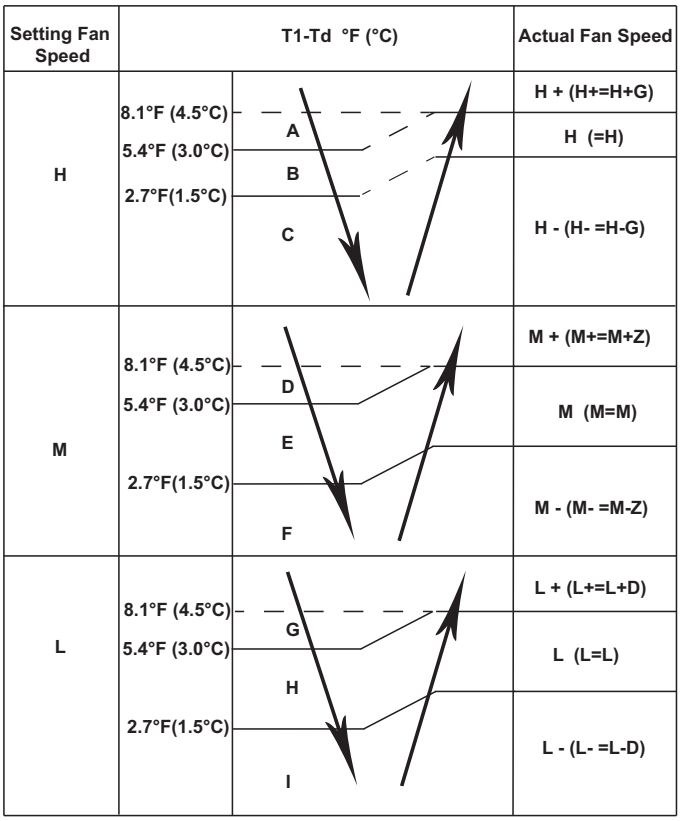

Fig. 18 —Indoor Fan Running Rules
- When the setting temperature is reached, if the compressor stops operating, the indoor fan motor runs in the minimum or setting speed (see Fig. 18).